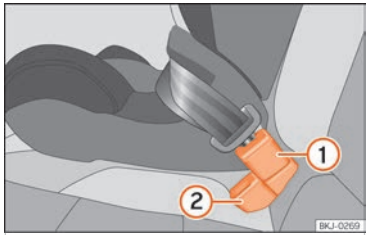

Fig. 42 Posició del tancament del cinturó al seient posterior
- Col·loqueu el tancament del cinturó de la plaça central ››› fig. 42 ① darrere del tancament del cinturó de la plaça lateral ››› fig. 42 ②.
- Enganxeu la llengüeta del cinturó de seguretat de la plaça central al tancament del cinturó de la plaça central ››› fig. 42 ① fins que sentiu com encaixa.
- Perquè els cinturons quedin correctament col·locats, els tancaments no s'han de retorçar ››› fig. 42.